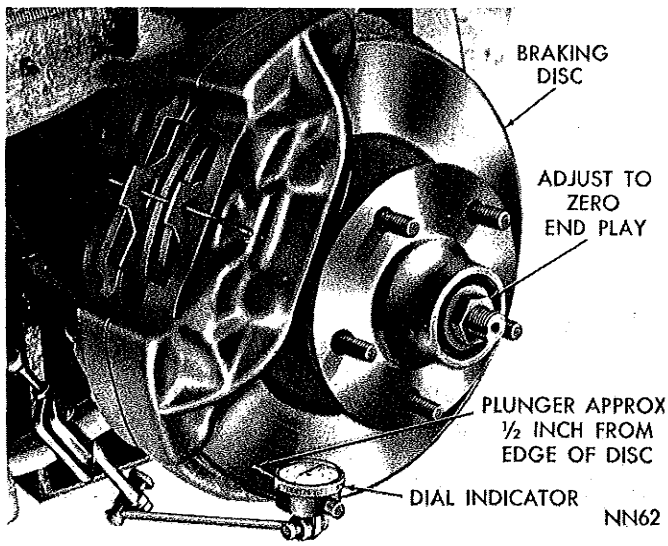

*Fig. 13—Checking Braking Disc for Runout*
Before installing the caliper assembly over the brake disc, check the disc for runout. Mount a dial indicator (Fig. 13) and check the lateral runout. Run-
(1) Slide brake disc and hub assembly on spindle.
(2) Install outer bearing, thrust washer, and nut.
(3) Tighten wheel bearing adjusting nut to 90 inch-pounds while rotating hub and disc.
(4) Position lock nut on nut with one pair of slots in line with cotter pin hole.
(5) Back off the adjusting nut and lock assembly one slot then install cotter pin. The resulting adjustment should be zero (no preload) to .003 inch end play. (This is very important, when checking disc runout.)
(6) Install a dial indicator C-3339 (Fig. 13) and check runout of disc outer surface. The runout should not exceed .005 inch.
(7) Clean grease cap, coating inside with wheel grease (do not fill) and install cap.
(8) Install caliper assembly as described in "Brake Shoe Installation."
(9) Install wheel and tire assembly and wheel cover.
(10) Remove jackstands or lower hoist.
(11) Road test vehicle as described in "Installing the Caliper."